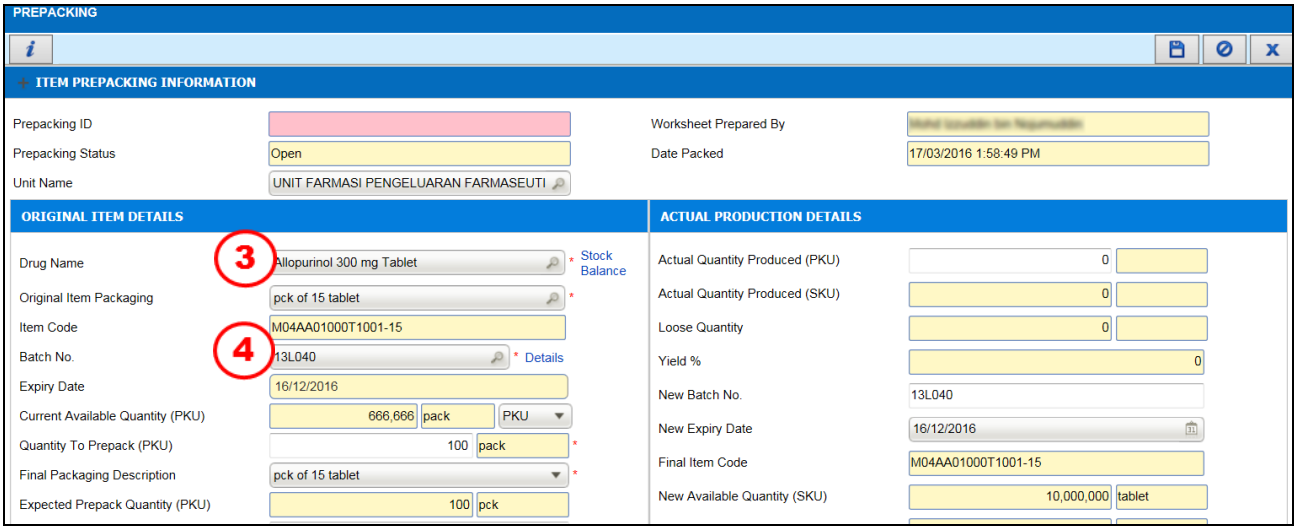

Figure 3.2-2 Prepacking Screen
- *User are able to select the Unit Name to any unit from any levels as per Figure 3.2-2*